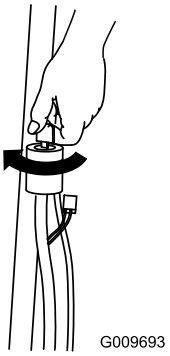
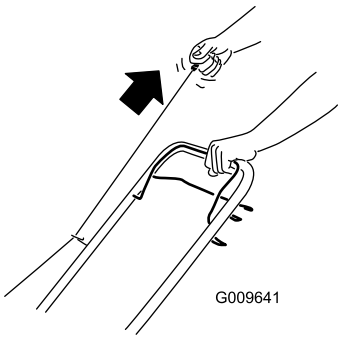

Figuur 11
Figuur 12
2. Draai het contactsleuteltje (Figuur 11) of trek aan de handgreep van het startkoord (Figuur 12).